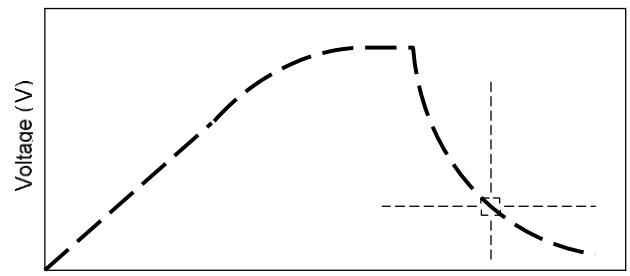

Figure 4
6) When the voltage across a discharging capacitor has fallen to 37% of its maximum value, one time constant is said to have passed. Calculate 37% of the maximum voltage V_{37} and locate this point on the curve as in Figure 4. Record your results below.
7) Use the Smart Tool to locate V_{37} on the discharge curve as accurately as possible, as shown in Figure 4, and then record the time at this point T_{37} in the space above.